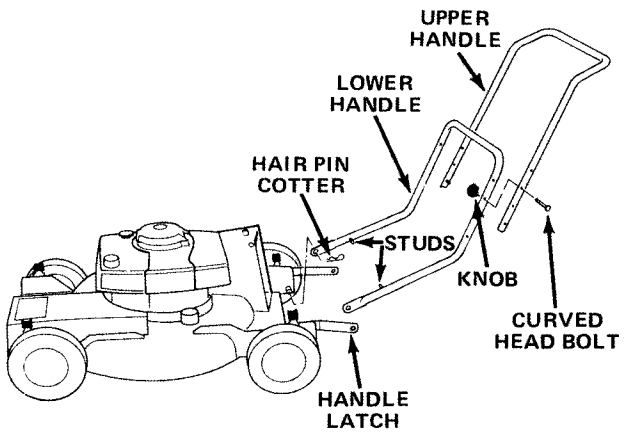

Figure 1
1. By pushing ends of lower handle together, install handle on pivot studs (Fig. 1). Retain handle on pivot pin with two large hair pin cotters (Fig. 1).
2. Move handle latch backward until handle studs snap into hole at end of latches (Fig. 1).
3. The upper handle has studs on both ends that are used to retain handle in place by fitting into holes in lower handle. To attach upper handle to lower handle, pull ends outward and slide studs into holes in lower handle. Secure handles together with two curved-head bolts and handle knobs (Fig. 1). Knobs must be installed on inside of handles.